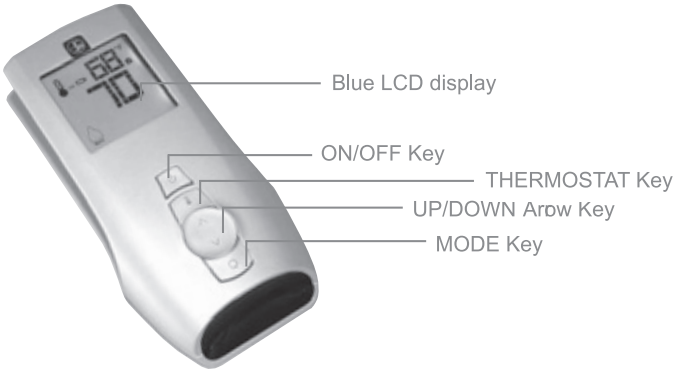
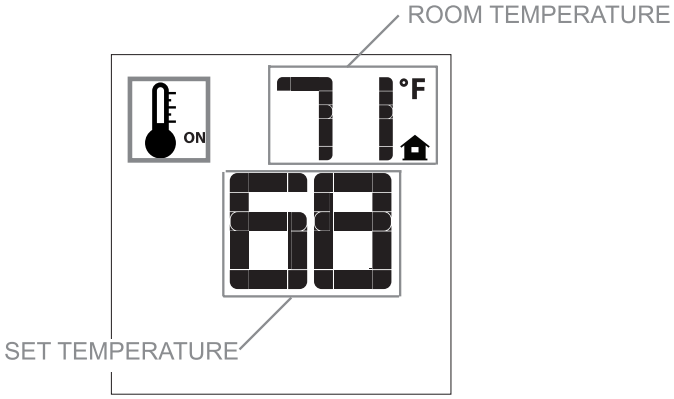
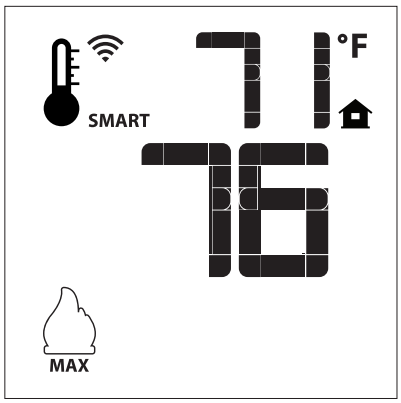
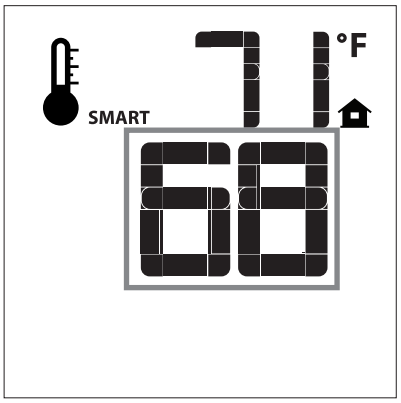

Figure 24 - Proflame Transmitter
Figure 34a
Figure 35
Figure 36
NOTE: A small toggle switch is located on a bracket that is used to switch from IP (left position) to the CPI (right position). **See Figure 24.**
3. The gas valve has inlet and outlet pressure taps as shown in **Figure 24.** Refer to pages 15 - 16 for gas pressure requirements.
The Proflame Transmitter uses a streamline design with a simple button layout and informative LCD display **See Figure 24.**
The Transmitter is powered by 3 AAA type batteries. A Mode Key is provided to Index between the features and a Thermostat Key is used to turn on/off or index through thermostat functions. **See Figures 24 and 25.**
To activate this function, press the Thermostat Key. **See Figure 24.** The LCD display on the Transmitter will change to show that the room thermostat is “ON” and the set temperature is now displayed. **See Figures 34a and 34b.** To adjust the set temperature, press the Up or Down Arrow Keys until the desired set temperature is displayed on the LCD screen of the Transmitter.
To activate this function, press the Thermostat Key (**See Figure 24**) until the word "SMART" appears to the right of the temperature bulb graphic. **See Figure 35.** To adjust the set temperature, press the Up or Down arrow Keys until the desired set point temperature is displayed on the LCD screen of the Transmitter. **See Figure 36.**